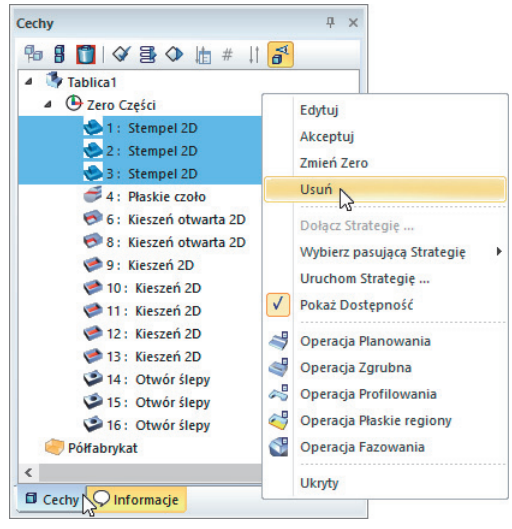

Rysunek 9.59.
2. W tym celu z wciśniętym klawiszem *Ctrl* wskaż lewym przyciskiem myszy cechy *1 : Stempel 2D*, *2 : Stempel 2D* i *3 : Stempel 2D*, a następnie kliknij prawym przyciskiem myszy i z rozwijanego menu wybierz *Usuń* (rysunek 9.59).